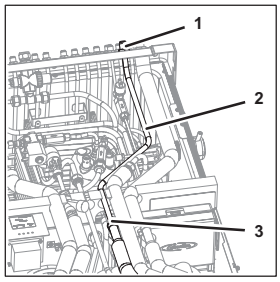

Fig. 54
11. Disconnect Water-IN line 2 (Fig. 54/2) from the connecting plate (Fig. 54/1).
12. Disconnect Water-IN line 2 (Fig. 54/2) from the push-in fitting (Fig. 54/3).
25. Attach Water-IN line 2 (Fig. 54/2) to the push-in fitting (Fig. 54/3).
26. Attach Water-IN line 2 (Fig. 54/2) to the connecting plate (Fig. 54/1).